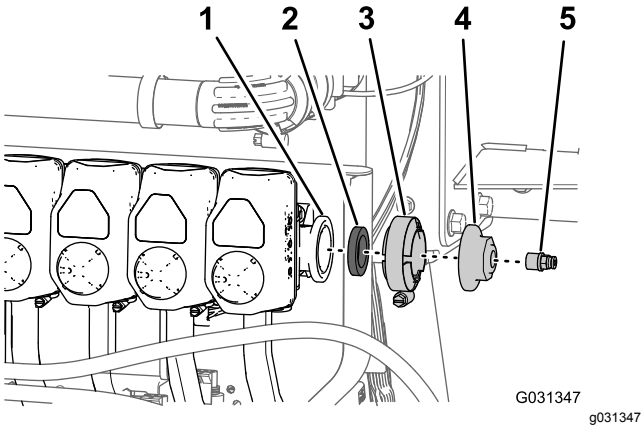

Figur 183
1. Ta bort rörkopplingen från locket vid flänsen på den högra änden av munstycksventil 10 (Figur 183).
2. Ta bort flänsklämman, packningen och ändlocket från munstycksventil 10 (Figur 183).